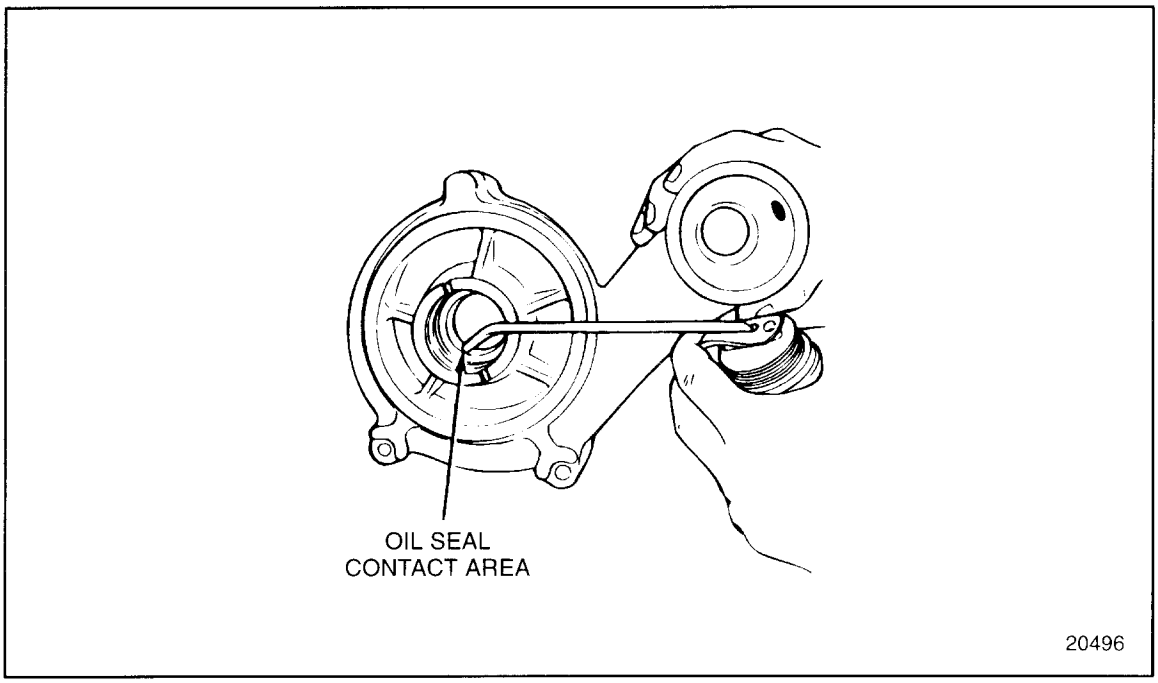

Figure 4-47 Oil Seal Contact Area Lubrication (FM)
1. Coat the new oil seal contact area of the water pump housing with a thin film of clean engine oil. See Figure 4-47.